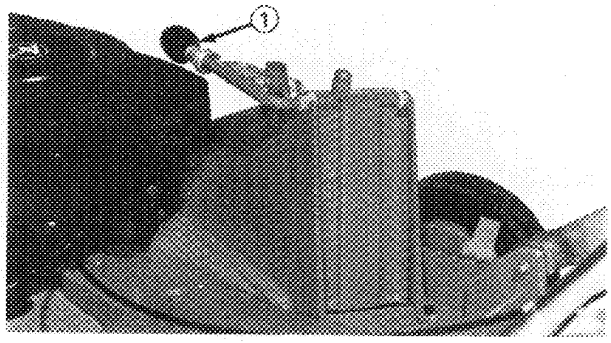

Figure 21
2. Squeeze lockout lever, move chute door handle fully forward, and release lever into bag latch (Fig. 21). The chute door in mower housing is now closed, and mower is ready for mowing operation.